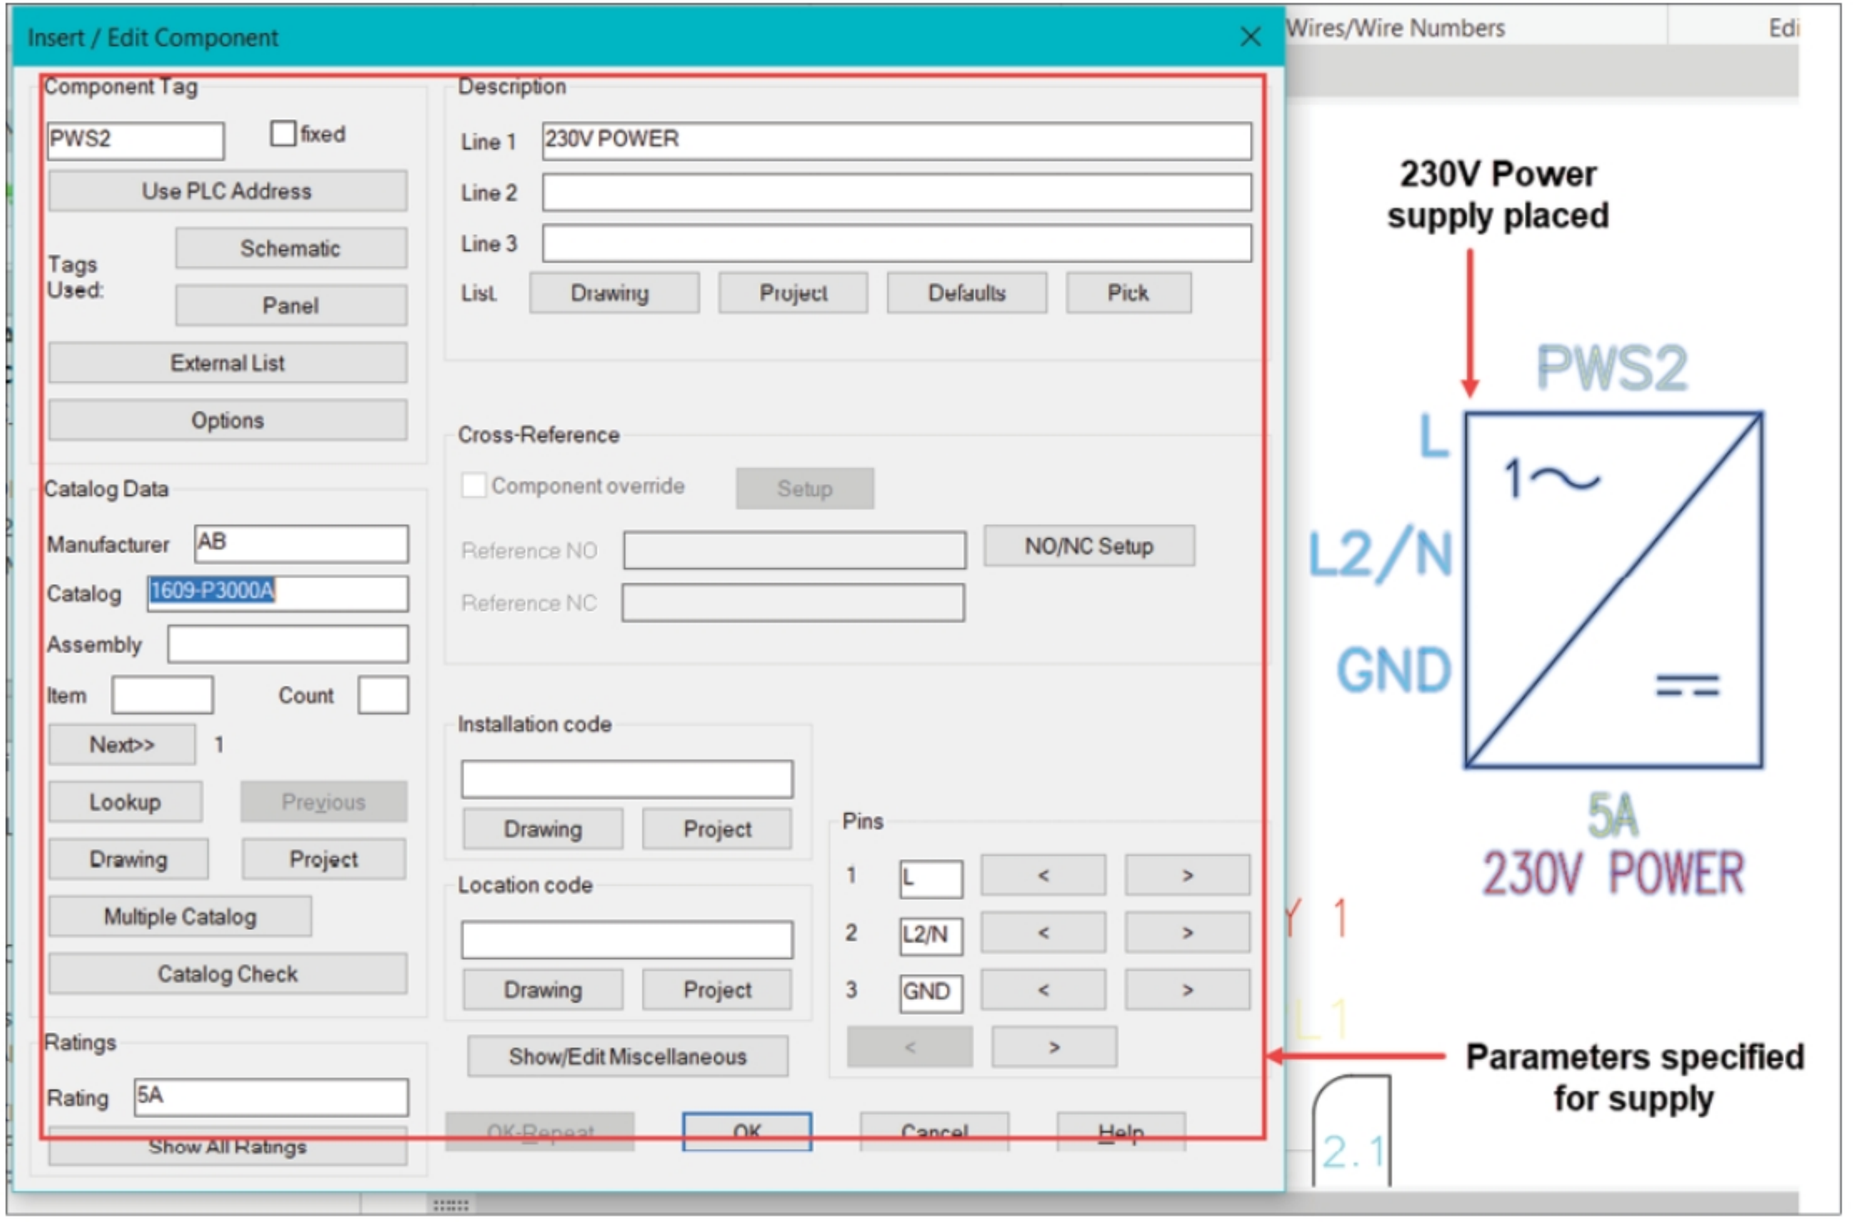

Figure-38. 230V power supply placed
- Similarly, place the power supply of 230V with catalog number 1609-P3000A from AB; refer to Figure-38.